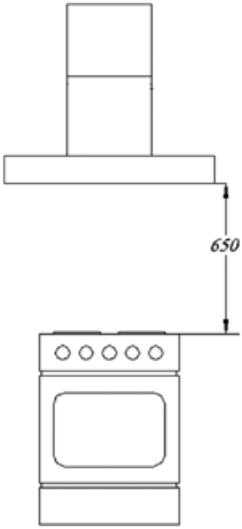

Rys. 4
1. Na ścianie za kuchenką należy wyznaczyć sobie minimalną, wymaganą wysokość montażową (650 mm dla kuchenek elektrycznych i 700 mm dla gazowych, Rys. 4).